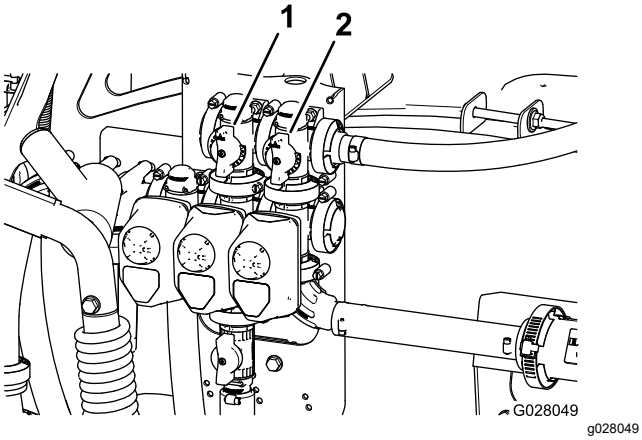

**Figura 24**
11. Ajuste a válvula de desvio de agitação (Figura 24) na parte traseira da válvula de agitação até que a leitura de pressão no manômetro seja de 6,9 bar (100 psi).
9. Ajuste a alavanca de desvio da seção principal para controlar a quantidade de agitação que ocorre no tanque (Figura 24).